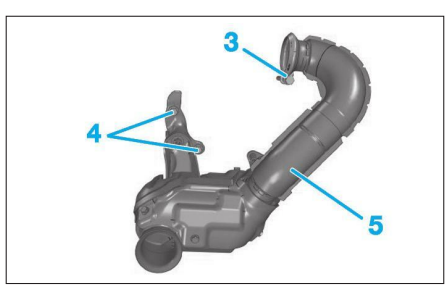

**Fig. 44**
- le collier (3) **(Fig.44)**,
- les vis (4),
- le catalyseur (5),